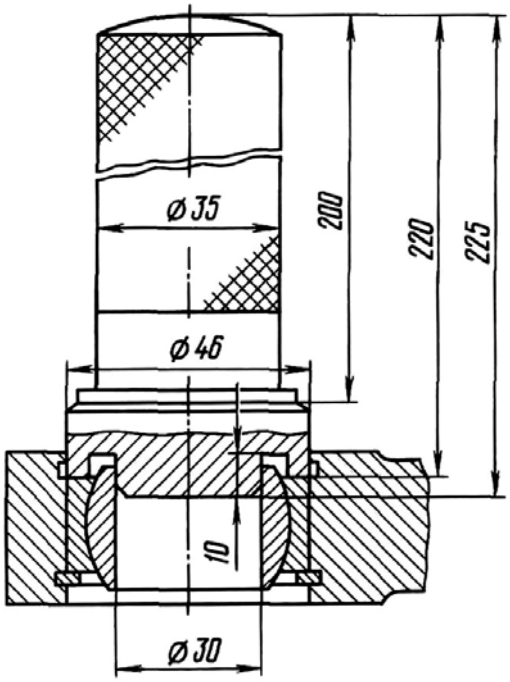

Рис. 64. Оправка для запрессовки и выпрессовки шарнирного подшипника
7. Шарнирный подшипник 37 выпрессовать с помощью оправки (рис.64), предварительно сняв стопорные кольца 38.